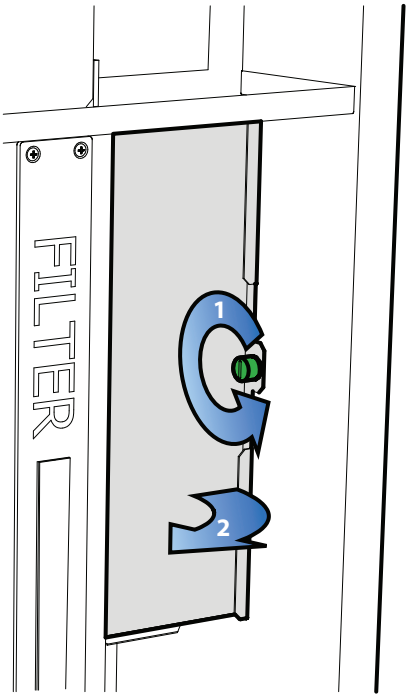

Fig. 13
2. Trekk ut den elektriske hurtigkontakten til motoren (se Fig. 13).